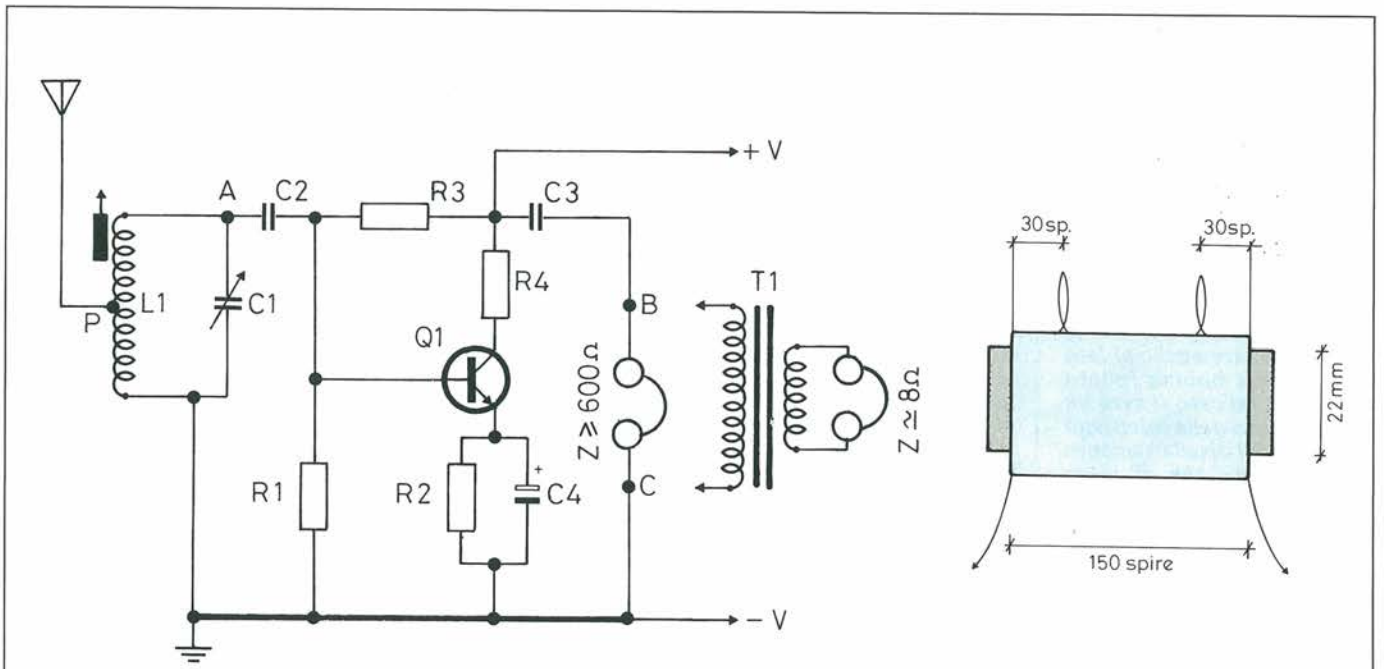

***Figura 1. Schema elettrico del ricevitore minimo per Onde Medie e particolare costruttivo della bobina L1.***
*lo schema rappresentato in figura 1 può senz'altro esaudire i tuoi desideri. La configurazione circuitale è classica, da manuale: il circuito accordato L1/C1 provvede alla selezione della stazione desiderata tra tutti i segnali captati dall'antenna (che deve essere esterna e sufficientemente lunga: non meno di 5 metri) e, tramite C2, alimenta lo stadio amplificatore-rivelatore facente capo a Q1, un comune transistor al Silicio. Si tratterebbe, in realtà, di un comunissimo amplificatore (di bassa frequenza) con emitter a massa: ma l'elevata impedenza d'ingresso del transistor fa sì che lo stadio riveli perfettamente, addirittura con maggior sensibilità di un diodo, i segnali radio. O, almeno, quelli dalla frequenza non elevatissima come, appunto, quelli della gamma delle Onde Medie.*
*sti trasmettitori, basterà collegare in serie al ramo positivo dell'alimentazione il primario di un trasformatore d'uscita per stadi finali BF (lo stesso del ricevitore di figura 1), il cui secondario sia stato applicato all'uscita di un amplificatore audio di potenza adeguata, in sostituzione dell'altoparlante. Connettendo all'ingresso dell'ampli un microfono, un registratore, un giradischi o qualsiasi altra sorgente di segnali audio, li si potrà riascoltare via radio.*